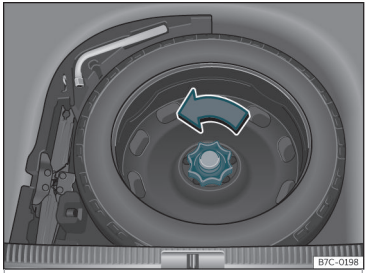

Fig. 267 En el maletero: piso de carga alzado.
- Gire la ruedecilla en sentido contrario a las agujas del reloj ››› **fig. 267**.